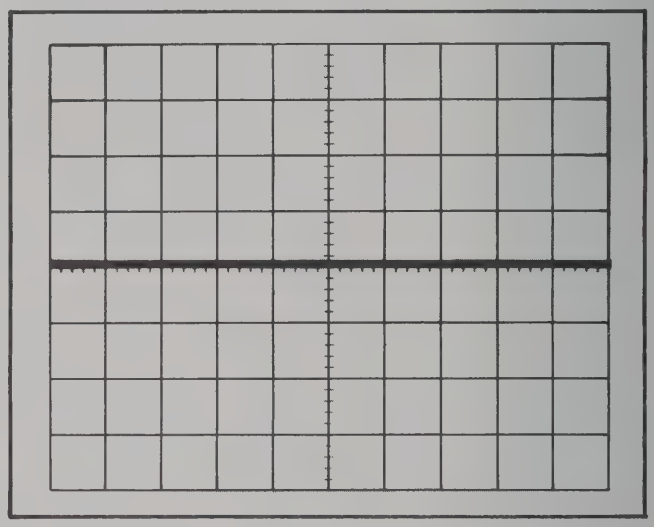

Fig. 5-9. Typical CRT display showing correct common-mode rejection ratio.
d. CHECK—CRT display 0.1 division or less (100:1 or greater; see Fig. 5-9).